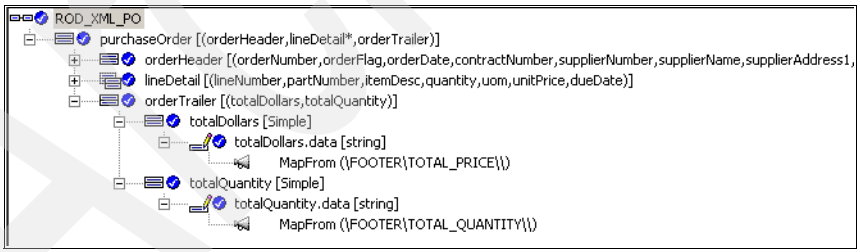

Figure 15-52 Order Trailer
4. Finally, map the orderTrailer element as shown in Figure 15-52.